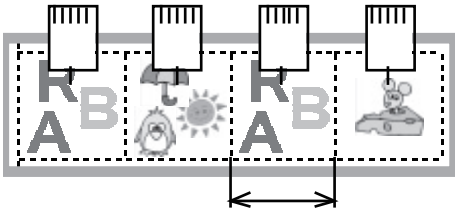

Fig. 3
- To avoid a gap at joint line of design data, design data should be created with overlap area. (within 4mm) (Fig. 3)